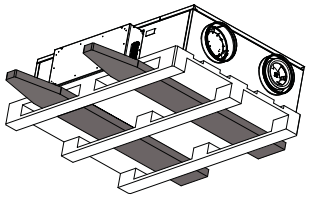

Abb. 3:
- Bei dem Transport mit einem Gabelstapler ist darauf zu achten, dass das Gerät mit dem Grundprofil bzw. Grundrahmen auf den Gabeln des Staplers bzw. auf einer Palette vollständig aufliegt und der Geräteschwerpunkt zwischen den Gabeln liegt. (s. Abb.3)